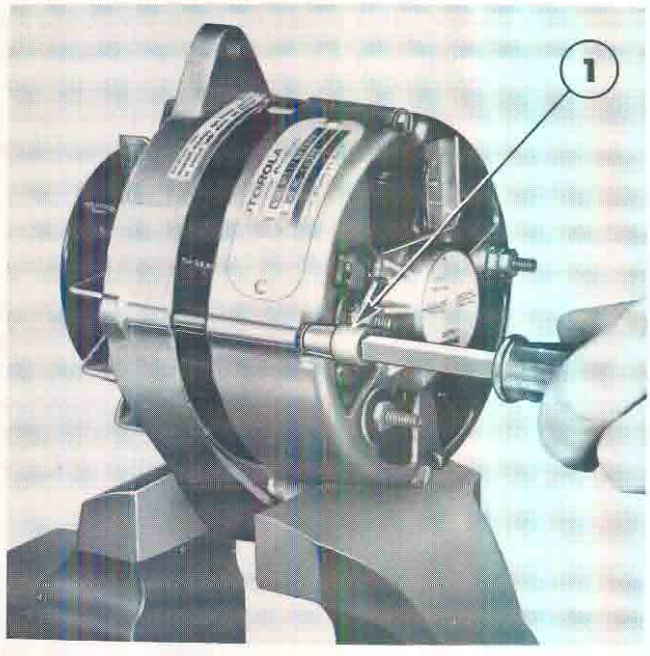

Figure 25
1. Remove the four through bolts and square nuts holding the housings together, Figure 25.